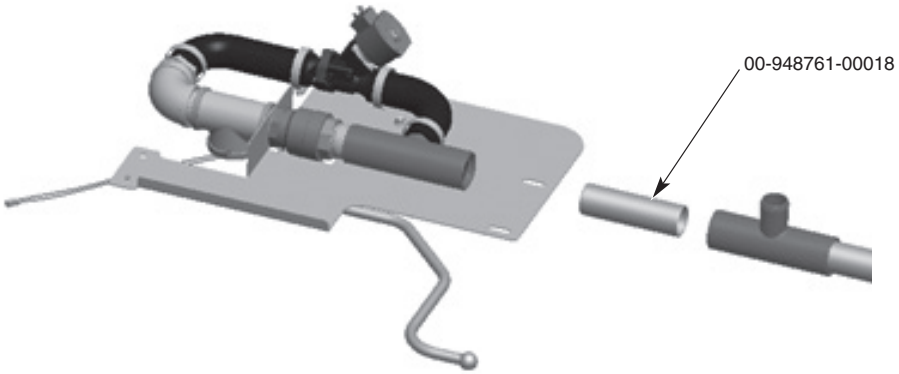

Fig. 15
9. Retirez le tuyau (00-948761-00018) qui raccorde la vidange principale et le raccord en T le plus proche. 00-948761-00018 peut être jeté. Voir Fig. 15.